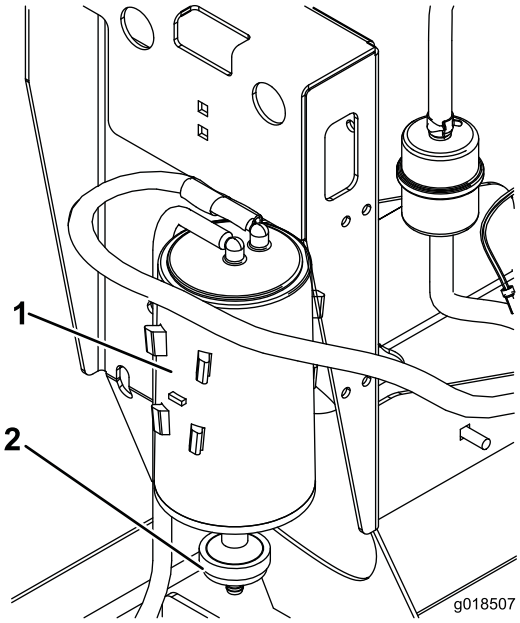

Rysunek 17
2. Wyjmij i wyrzuć filtr powietrza węglowego pochłaniacza oparów (Rysunek 17).